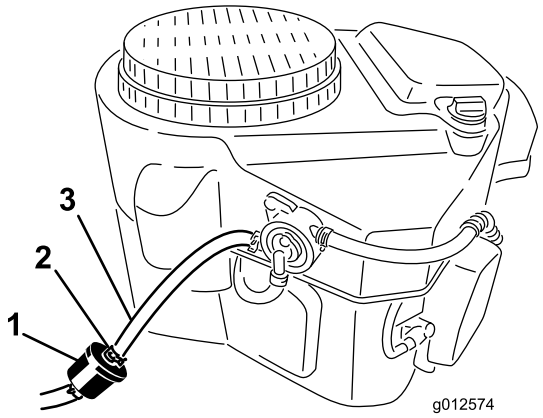

**Figur 51**
2. Rengjør rundt drivstofflokket for å hindre at det kommer rusk inn i drivstofftanken (Figur 51).
4. Klem sammen endene på slangeklemmene, og skyv dem bort fra filteret (Figur 51).